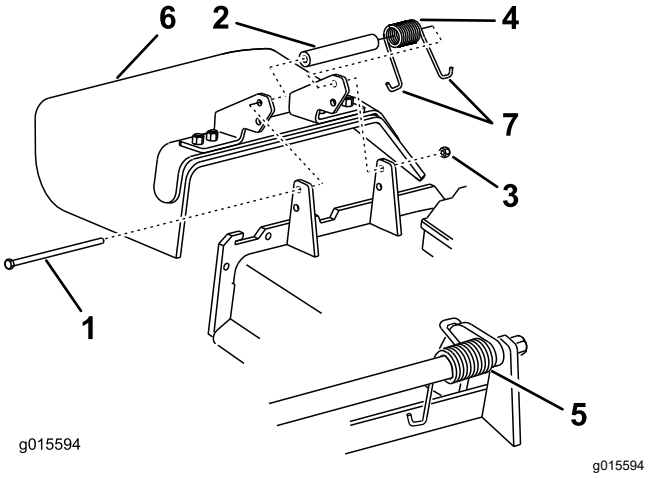

Figure 97
1. Retirez le contre-écrou, le boulon, le ressort et l'entretoise qui fixent le déflecteur aux supports de pivot (Figure 97).
Remarque: Prenez soin de placer 1 extrémité en **J** du ressort derrière le bord du tablier avant de mettre le boulon en place, comme montré à la Figure 97.
6. Accrochez l'extrémité en **J** du ressort au déflecteur d'herbe (Figure 97).